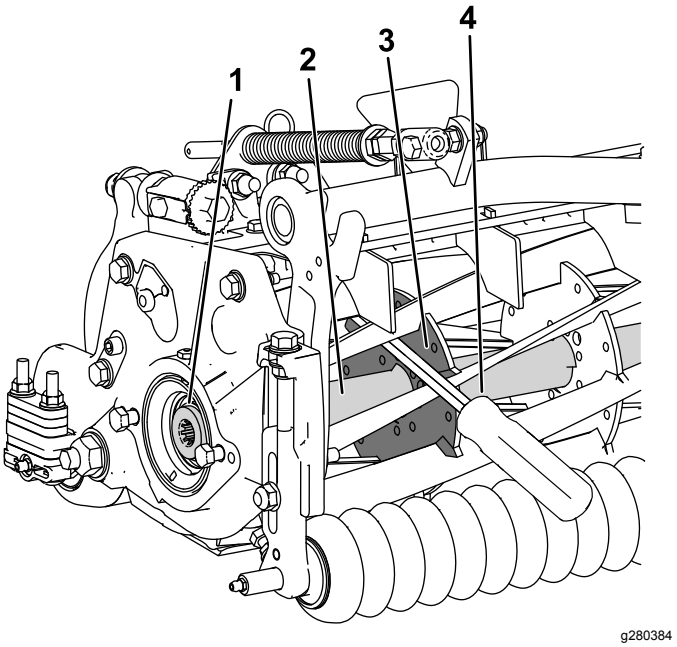

**Figur 32**
1. För in en bändstång med långt handtag (vi rekommenderar storleken ⅜ x 12 tum med ett skruvmejselhandtag) genom klippcylinderns framsida närmast sidan på den klippenhet som du ska dra åt (Figur 32).
2. Placera bändstången mot den svetsade sidan på cylinderns inre förstärkning (Figur 32).